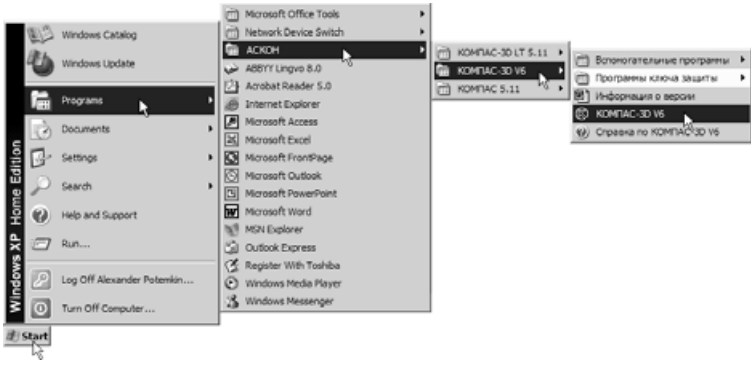

Рис. 1.1
- Передвиньте указатель мыши в нижний левый угол экрана и щелкните на кнопке **Start** (Пуск) (рис. 1.1).